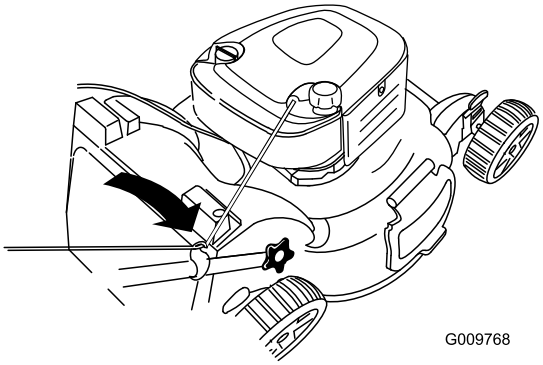

Figur 22
2. Før startsnoren rundt den nedre snorføreren (Figur 22).